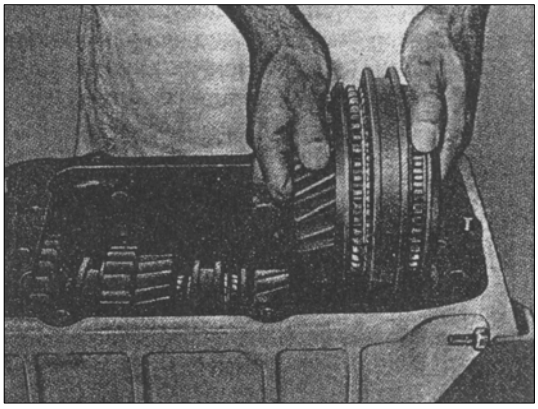
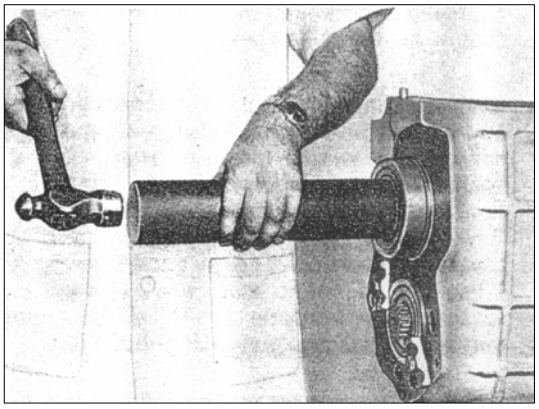

РИС. 243
РИС. 244
1) Установите направляющие штифты и зафиксируйте их на месте. Установите ограничитель, направляющие втулки и пружинные шайбы. Установите корончатые гайки, затяните и зафиксируйте их на месте новыми шплинтами. Вставьте нажимную часть вместе с нажимной пружиной в верхнюю крышку (см. рис.244) и затяните втулку с резьбой, используя спец. инструмент № 3125890011.
22) Вставьте и сопоставьте с шлицами вторичным вала узел 4-й передачи (см. рис. 243). Нажмите нажимную пружину и стопорный палец во вторичном валу и установите узел 4-й передачи на вторичный вал. Установите выбранную регулировочную стопорную шайбу на вторичный вал, толкните вал вперед. Застопорьте регулировочную стопорную шайбу, провернув её вправо или влево с помощью спец инстр. № 2505 5890 0109, пока стопорный палец не застопорит шайбу. Установите наружное кольцо цилиндрического роликового подшипника в картер коробки передач с помощью спец. инстр. № 312 5891 439 пока стопорное кольцо цилиндрического роликового подшипника не станет в плотную к картеру КПП. Установите радиально-упорный подшипник на заднюю часть вторичного вала (см. рис. 244).